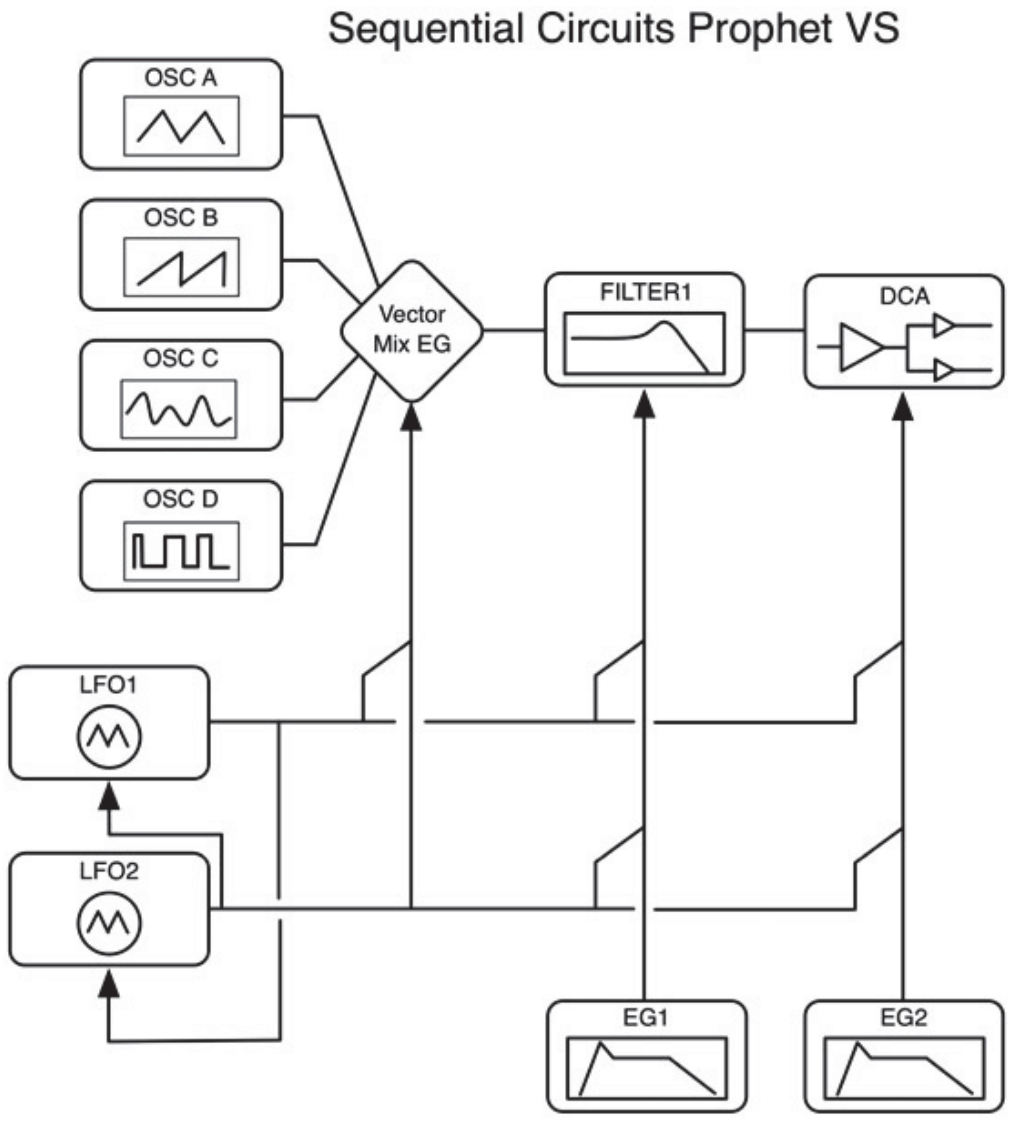

Figure 11.1: Simplified block diagram of the ProphetVS.
Dave Smith and his company Sequential Circuits, Inc. invented Vector Synthesis (VS) and introduced the ProphetVS in 1986. Not long after, Yamaha acquired Sequential Circuits and incorporated vector synthesis in the SY22/SY35/TG33 synths. Dave Smith and some of the original VS team members then moved to Korg Research and Development to design the Wavestation family of synthesizers, which were all vector synths. A fundamental goal in synthesis is creating sounds that evolve in both time and frequency. Traditionally, you use envelope generators and filters to manipulate amplitude and timbre during note events. MiniSynth and DigiSynth use EGs to manipulate both the filter and DCA to create this kind of evolution, but it follows the same pattern for each note event and the pattern is relatively short-lived; the EGs only have four segments. Vector synthesis takes a different approach that is actually ingeniously simple: you dynamically crossfade (mix) the outputs of multiple sound sources. This crossfading naturally introduces shifts in amplitude and frequency based on the original amplitude and frequency content of the sound sources. The Wavestation could generate complex, lush, evolving sounds by holding only one key. In the ProphetVS, the crossfading could take place on sounds that were previously made with the same mixing engine so that stacks of mixed sounds could be mixed and re-mixed again and again with each other. With the correct programming, long evolving pad sounds could be made that did not appear to really loop, and some patches did not use an EG on the filter. This made it ideal for creating long pads and movie soundtrack beds. The Wavestation introduced Wave Sequencing, which crossfades individual waveforms in a time sequence creating rhythmic patches, though we will not be using that form of vector synthesis in this chapter's VectorSynth. Vector synthesis faded in popularity in the 1990s but has reappeared in the award-winning Moog AniMoog iPad app, which is the basis for the second project in this chapter: AniSynth. Korg recently re-introduced the WavestationSR as a software plug-in. Other forms of vector synthesis have appeared in current synth designs including Alchemy, which uses vector mixing on modulation variables as well as pitched sounds, and the John Bowen Synth Design Solaris. John was an original member of the VS teams at both Sequential and Korg, so vector synthesis is an integral component in Solaris. Figure 11.1 shows a simplified block diagram of the ProphetVS. The "vector mix EG" actually generates four separate envelopes that are applied to the four wavetable oscillators labeled A, B, C, and D, so you can think of it as four EGs in one.